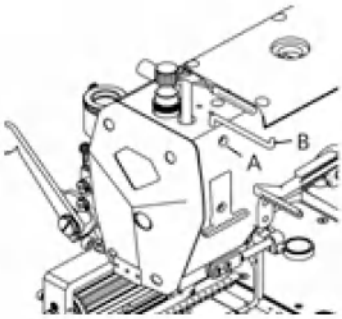

图 10
2. 针线导杆调整（图 10）Thread Guard Adjusting (picture10)